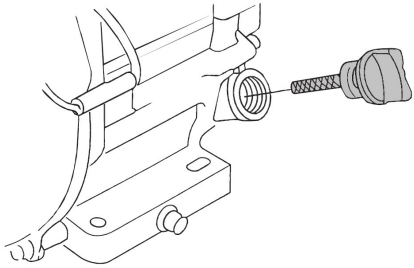

Рис. 8 Крышка-щуп маслозаливной горловины
2. Открутите крышку-щуп маслозаливной горловины и извлеките щуп (Рис. 8).
2. Выкрутите крышку-щуп маслозаливной горловины и извлеките щуп (Рис. 8).